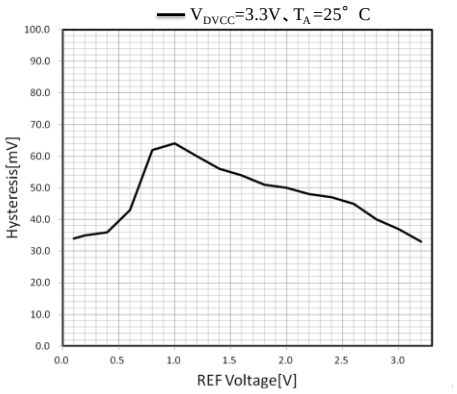

図 29-2　コンパレータのヒステリシス
(1) V_{DVSS} は DVSS 電源端子の電圧、V_{DVCC} は DVCC 電源端子の電圧です。
(2) ヒステリシスの特性は、図 29-2 を参照してください。